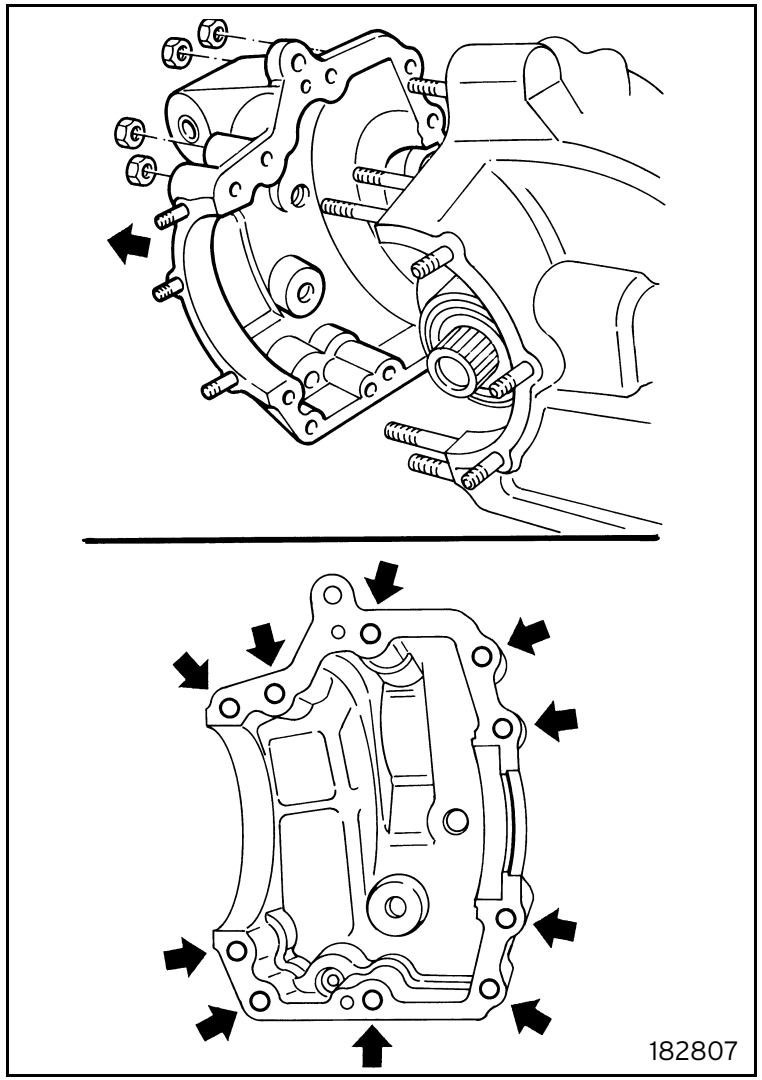

Fig. 7
- Loosen the fastening nuts and remove the differential carrier cover (figure 7).